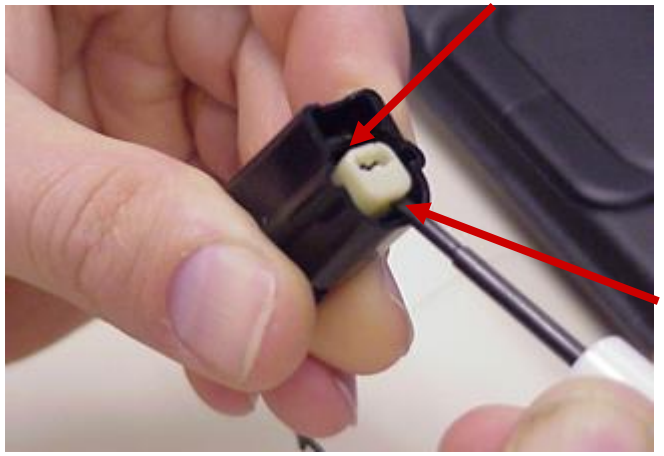

FIG. 3-5
- If TPA is locked you must move it to the pre-lock position by carefully lifting up on the upper side of the TPA using a 3.5 mm flat blade screw driver. This must be done as shown in FIG. 3-5